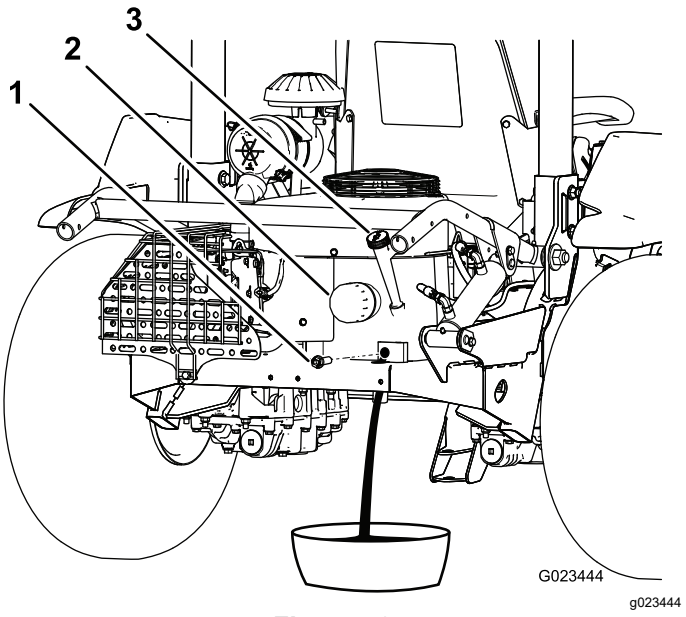

Figure 42
3. Remove the drain plug (Figure 42) and let the oil drain into a suitable container. When the oil stops draining, install the drain plug.